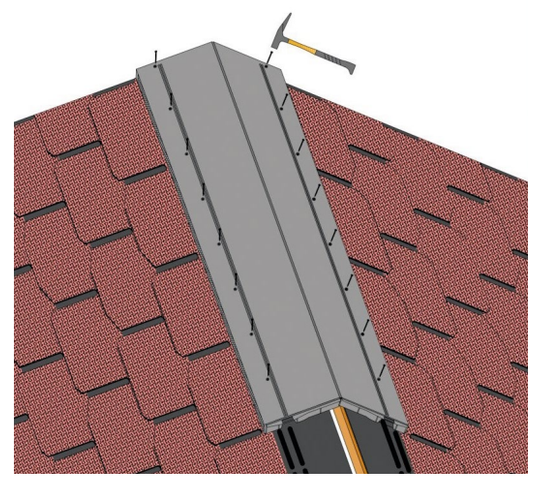

Рис.7 Установка аэратора
5.4 Установите аэратор на конёк крыши таким образом, чтобы он был заподлицо с краем фронтонного свеса (Рисунок 7). Максимальный угол применения конькового аэратора без подрезки составляет 50°.